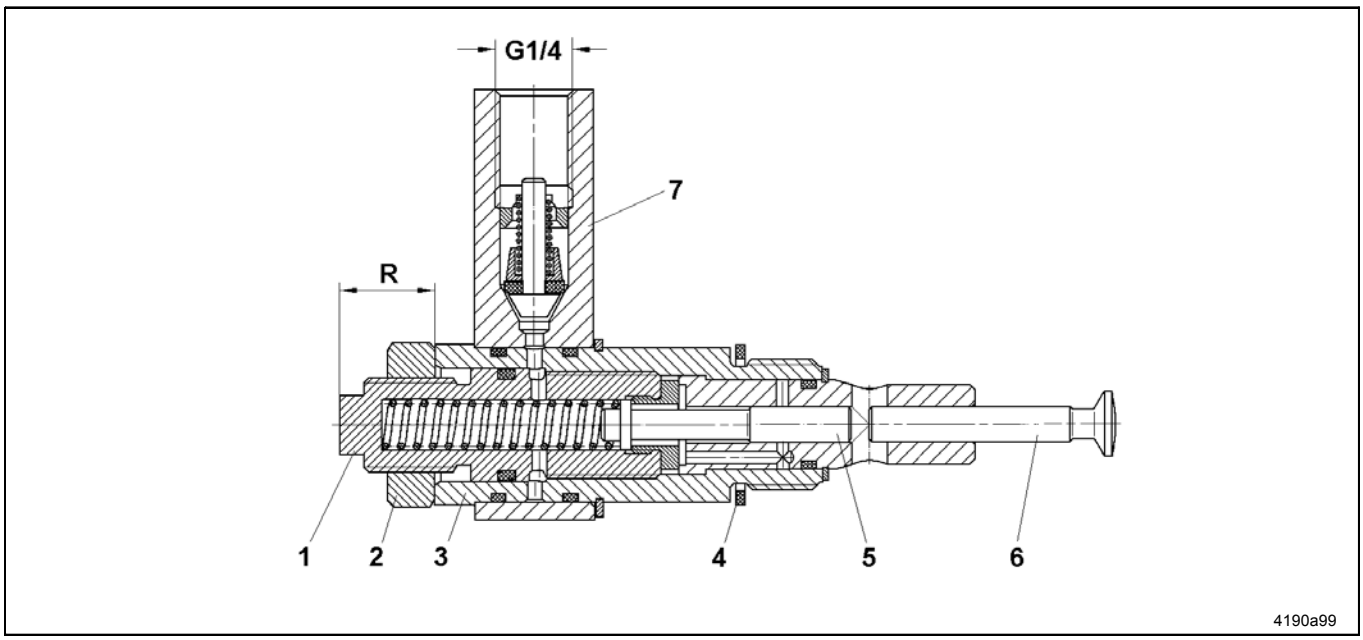

рис. 4 Насосный элемент в разрезе
➲ Расслабить контргайку (поз. 2, рис. 4), при этом необходимо придерживать ввертную втулку с помощью второго гаечного ключа.
- Размер“R” на рис. 4 указывает на приблизительную величину количества подачи:
- Проверить, оснащен ли насосный элемент уплотнением (см. поз. 4, рис. 4, стр. 10).
- Сначала закрутите вручную насосный элемент, и затем затяните с помощью гаечного ключа на резьбовой цапфе (поз. 3, рис. 4, стр. 10).
- Ввести гаечный ключ на резьбовую цапфу насосного элемента (поз. 3, рис. 4) и осторожно выкрутить насосный элемент.